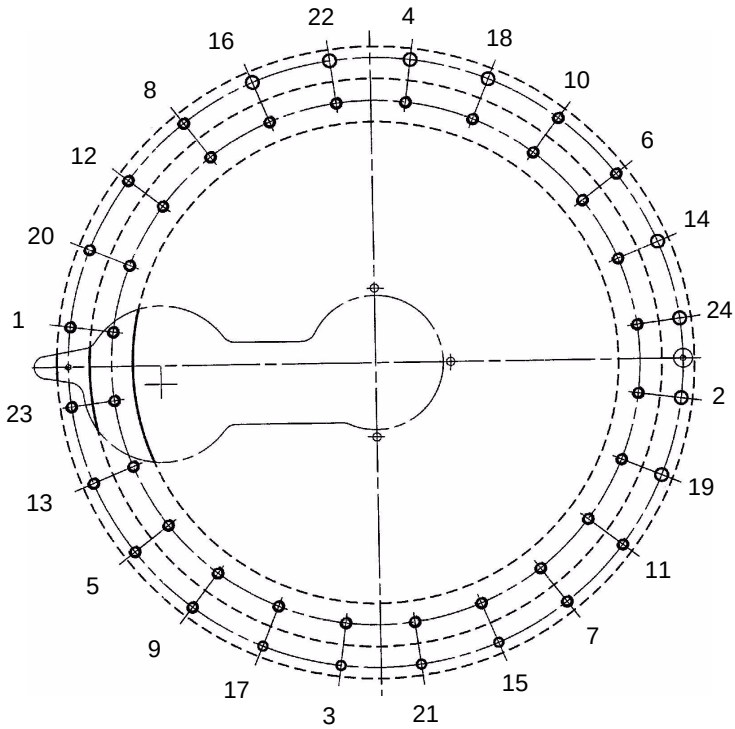

Figure 2
- Put the slew ring (8) into place on suitable supports in the position marked during dismantling.
- Fix the ring with the 24 screws (9), bolts (10) and washers without pre-stressing.
- Tighten in a star pattern (see figure 2) to a torque of 27 m.daN (199 lb.ft).
- Fix the ring (8) to the chassis (7) using the 24 screws (6) and washers without pre-stressing.
- Put back the rotation stop screw (5) of the swing joint (4).
- Reconnect the hoses of the swing joint (4) according to the marks made during dismantling.
- Reconnect the electric connectors (2) of the chassis box (1) according to the marks made during dismantling.
- Adjust the position of the reducing gear (11) using the adjusting screws (12) and (13):
- When the gap is set, block the counter-nuts of the adjustment screws (12) and (13).